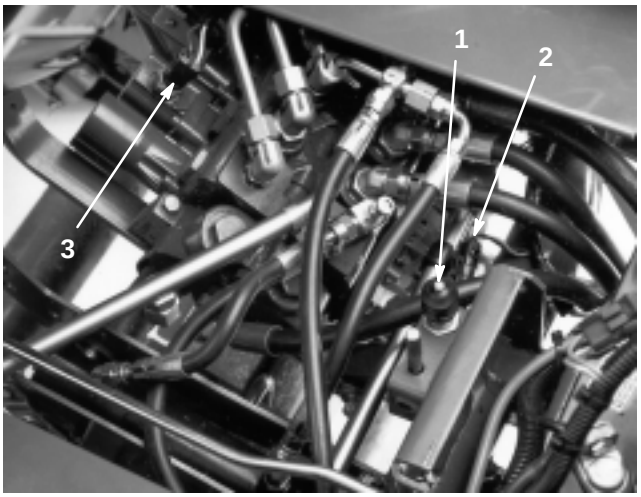

**Figure 50**
2. Remove the boot from the button end of the seat switch (Fig. 50) and retain it for installation on the replacement switch. Unplug the switch connectors.
2. Unplug the switch connectors from the traction switch installed in the valve bank bonnet on the selector valve section (Fig. 50).
2. Unplug the switch connectors from the end of the mow/lift switch installed in the valve bank bonnet (Fig. 50).